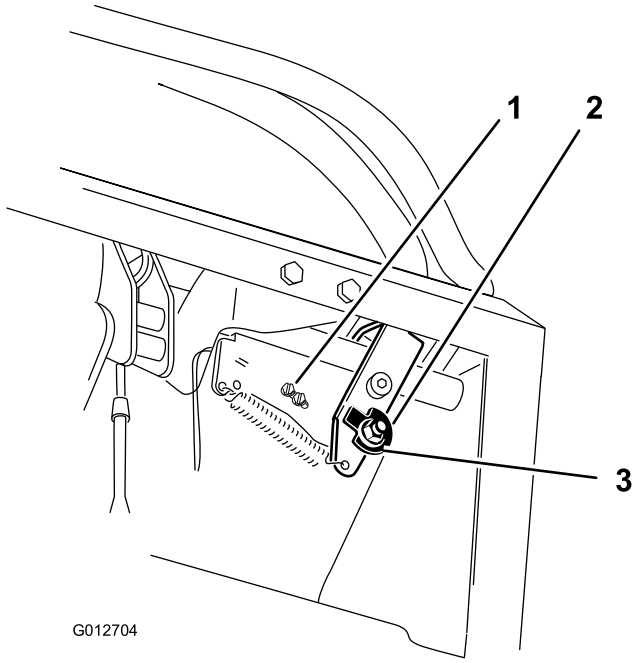
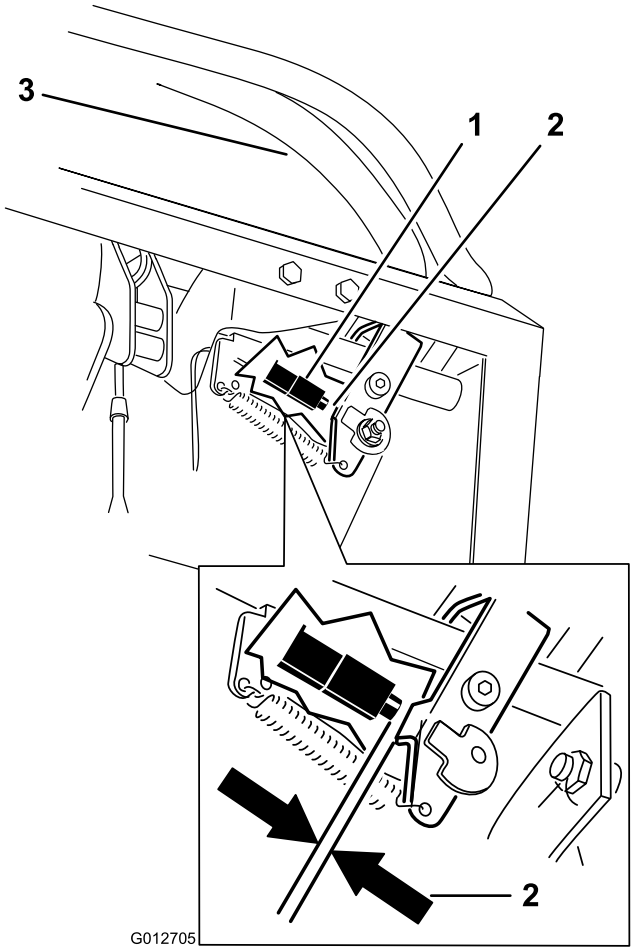

**Figuur 70**
**Figuur 71**
7. Draai de moer los waarmee de nok is bevestigd (Figuur 70).
10. Controleer de opening tussen de rijhendel en de schakelaar zoals getoond in Figuur 71. De opening moet 3 mm bedragen met de rechterrijhendel in de vergrendelde neutraalstand.
11. Draai indien nodig de schroeven los waarmee de schakelaar is bevestigd en verstel de schakelaar (Figuur 70 en Figuur 71).